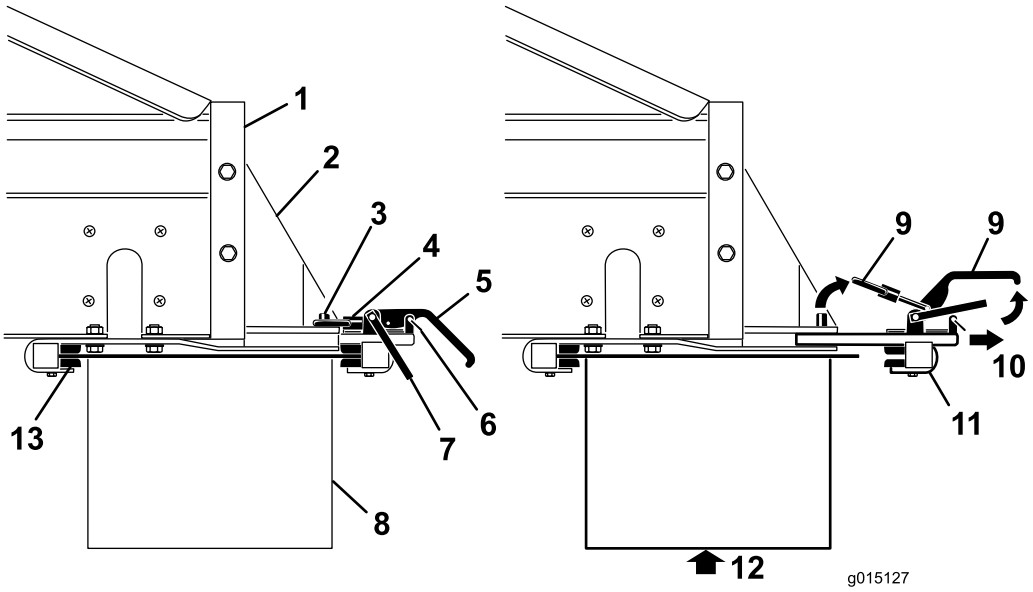

Figur 29
1. Fjern sikkerhedslåseclipsene fra klemmehåndtagene (Figur 29).
2. Løft sikkerhedslåsen. Løft derefter klemmehåndtagene til ekstraudstyret, og frigør låseringene fra låsestifterne (Figur 29).
3. Skub klemmehåndtagsenheden til bagsidens udstyr ud af lynmonteringsåbningerne (Figur 29).
4. Få nogen til at hjælpe med at skubbe den forreste kant af den dobbelte spinder op under bagsiden af MH-400 og på de forreste klemmer på beslagene (Figur 29).
5. Understøt den dobbelte spinder, og flyt klemmehåndtagsenheden til bagsidens ekstraudstyr tilbage i åbningerne i beslagene og over bagkanten (Figur 29).
7. Monter sikkerhedslåseclipsene på klemmehåndtagene igen (Figur 29).